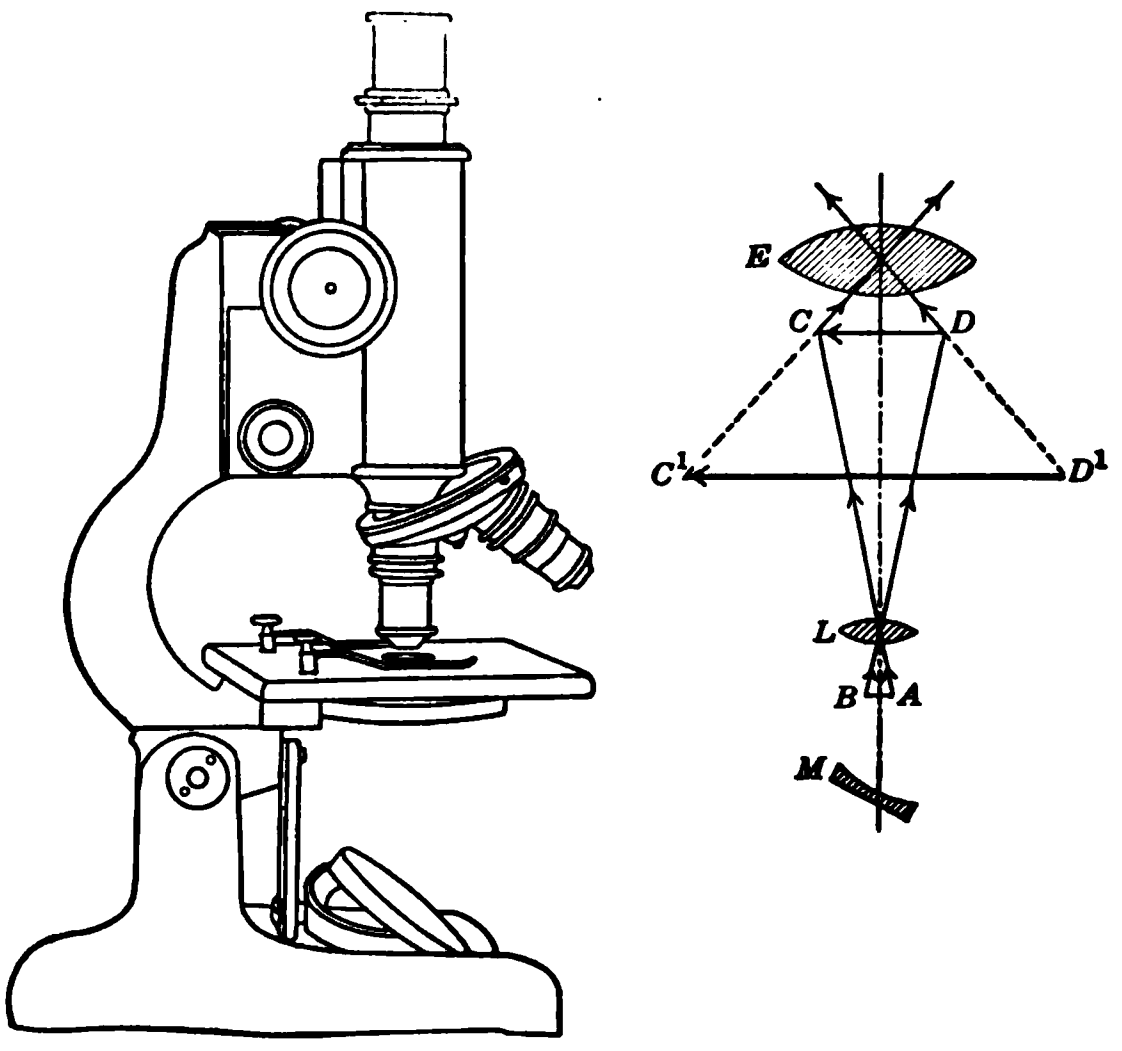

Fig. 545. A compound microscope, and a diagram of its optical parts.
or lens systems which are placed at the ends of a tube. The object AB is put just outside the principal focus of the smaller lens L (Fig. 545), called the **objective**, which forms an enlarged, real image CD. This real image is then examined through the **eyepiece** E, which acts like a magnifying glass, giving a still larger virtual image at $C'D'$, about 10 inches from the eye.
7. In a compound microscope the objective lens L (Fig. 545) has a focal length of one inch, and the object AB is 1.1 inches away. How far from the lens is the image CD? How many times is it magnified? If the eyepiece magnifies this image 20 times, what is the magnifying power of the instrument?